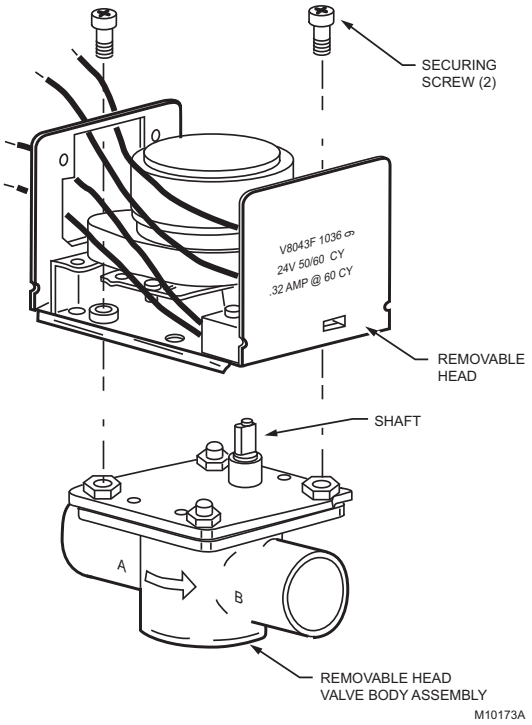

Fig. 12. Install new powerhead.
6. Install new powerhead (see Fig. 12)
d. Remove the two screws securing the powerhead to the valve body (Fig. 12).
4. Install the new power head (see Fig. 12):